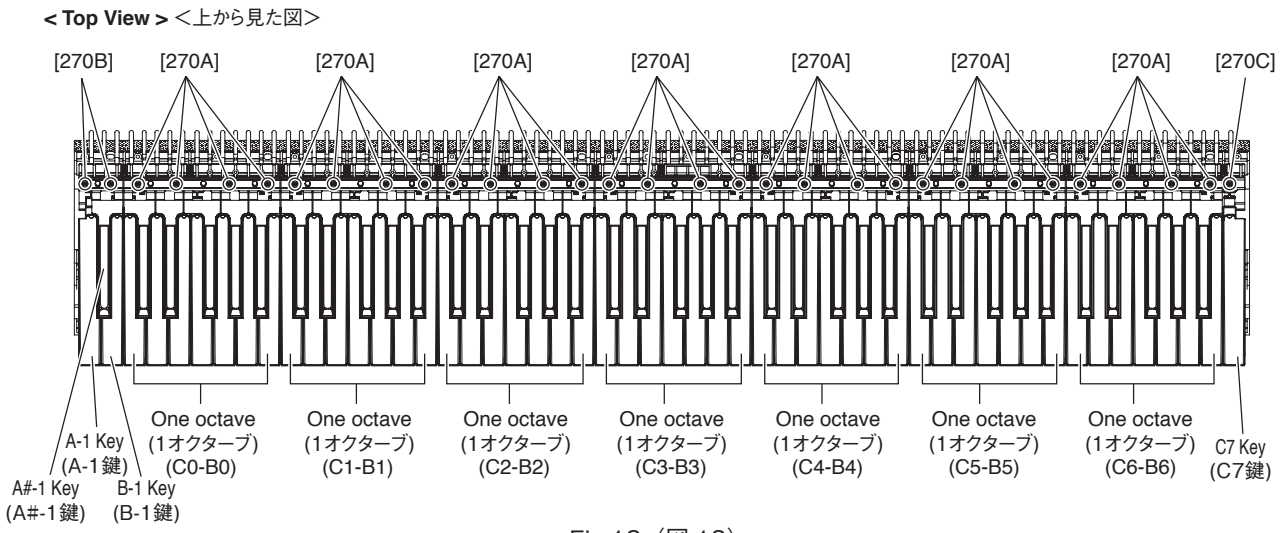
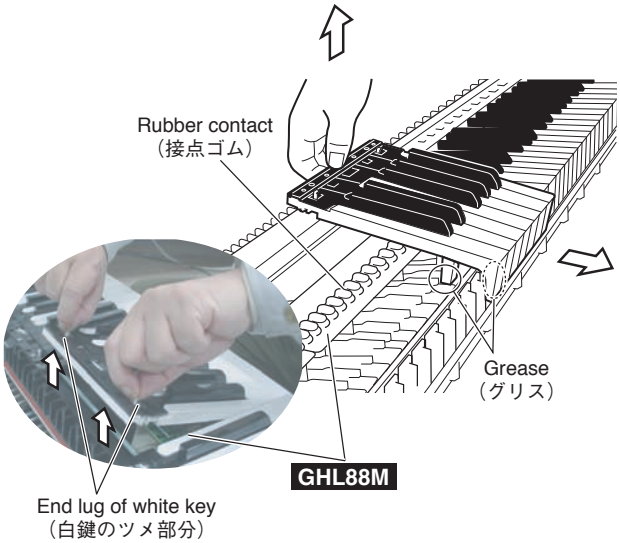

Fig.18（図 18）
Fig.19（図 19）
To remove the black and white key assemblies for one octave, grip and lift the both end lugs of white key, and then slide the black and white key assemblies toward you. (Fig.18, Fig.19)
21-2 When removing white keys numbered as A-1 and B-1 key and black key numbered as A#-1, remove two (2) screws marked [270B] and then lift the back of the keys and slide the black and white keys towards you. (Fig.18)
21-3 When removing the C7 key, remove a screw marked [270C] and then lift the back of C7 key and slide it towards you. (Fig.18)
* ***When removing white key assembly and black key assembly, be careful not to allow grease to attach to the circuit board and rubber contacts, etc. (Fig.19)***
そして白鍵 Ass'y、黒鍵 Ass'y の白鍵のツメ部分 2 ケ所を持ち上げてから、手前にスライドさせて取り外します。(図 18, 図 19)
21-2 白鍵 A-1、B-1 鍵と黒鍵 A#-1 鍵は、[270B] のネジ 2 本を外し、A-1、B-1、A#-1 鍵の後方を持ち上げてから、手前にスライドさせて取り外します。(図 18)
21-3 C7 鍵は、[270C] のネジ 1 本を外し、C7 鍵の後方を持ち上げてから、手前にスライドさせて取り外します。(図 18)
※ **白鍵 Ass'y、黒鍵 Ass'y の取り外しの際、グリスが基板や接点ゴム等に付かないように注意してください。(図 19)**